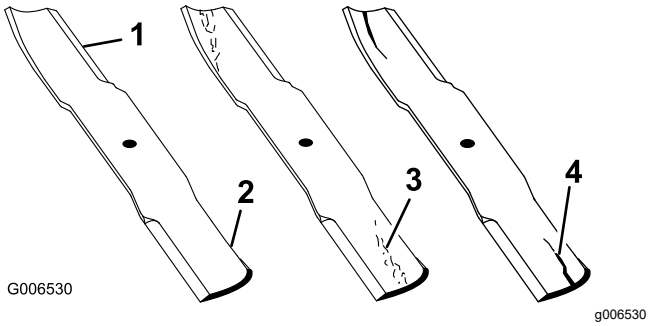

Figuur 144
2. Controleer nauwkeurig de uiteinden van het maaimes, in het bijzonder op de plaats waar het platte en het gebogen deel samenkomen; zie Figuur 144.
Opmerking: Omdat het metaal dat het platte en het gebogen deel van het mes verbindt, kan wegslijten door zand en ander schurend materiaal, moet u dit steeds controleren voordat u gaat maaien. Als u een slijtplek ontdekt, moet u het mes vervangen (Figuur 144).